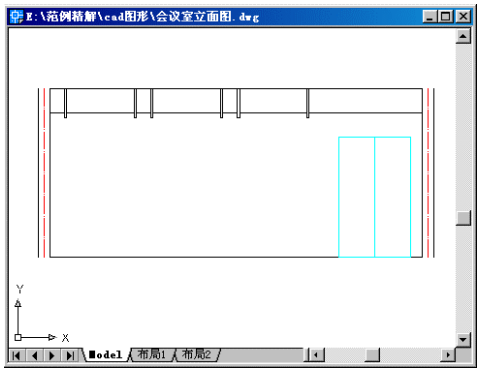

图 5-14　绘制门缝线
7. 用【Line】命令并借助“中点捕捉模式”工具绘制门缝线，如图 5-14 所示。